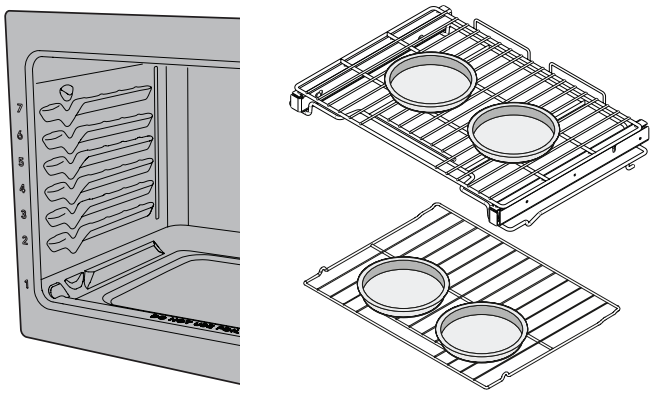

Figure 12: Position des casseroles pour de meilleurs résultats lors de la cuisson des gâteaux sur deux grilles.
- Pour la cuisson des gâteaux, utilisez les positions de grilles suivantes et placez les ustensiles de cuisson comme indiqué à la Figure 12. Pour la grille supérieure, utilisez la position de grille 5 (grille à glissière) ou 6 (grille plate).